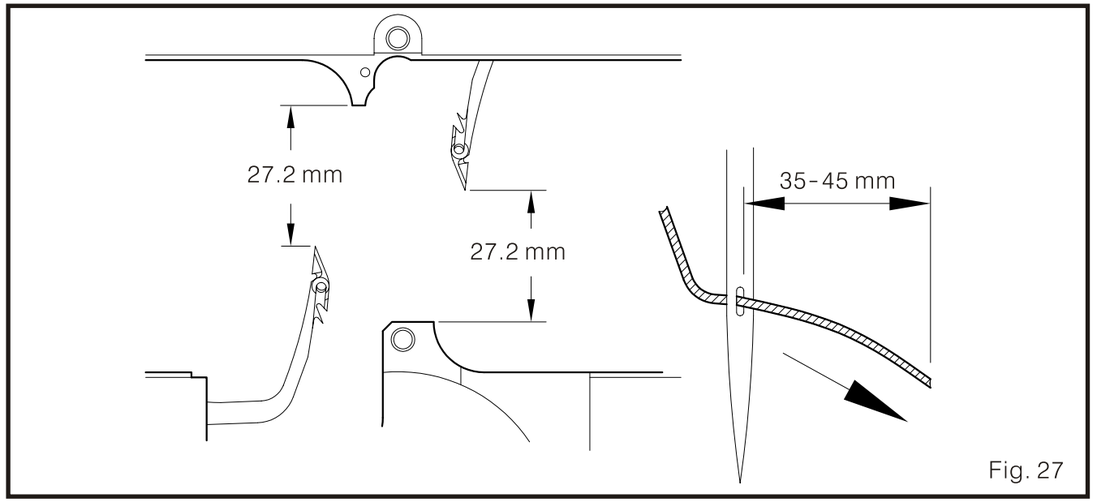

Fig. 27
(1) Cuando el ajuste la cuchilla movible,por favor proceda a ponerlo +/-0.5-1.0mm de la posición estándar.
(2) Cuando la cuchilla movible se mueva a la parte frontal, podrían pasar las siguientes situaciones
(3) Cuando la cuchilla movible se mueva a al parte posterior, ocurrirá un pronunciado error en el rebordeado del hilo superior y luego en el inferior.
d. Existirá una resistencia extra al extraer la tela cocida debido a que el hilo sobrante superior es demasiado largo,y el hilo inferior jala al hilo superior (Fig. 27)